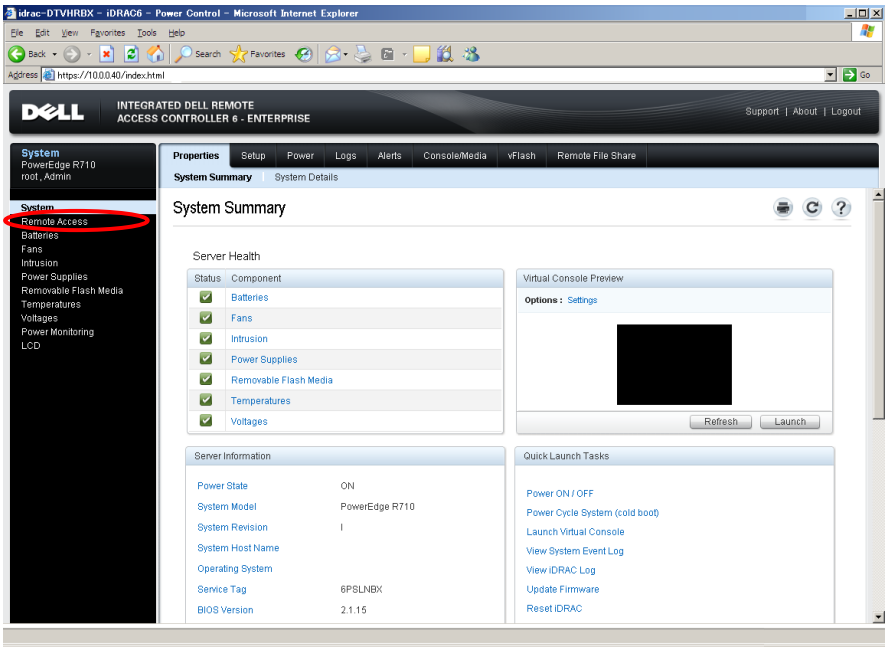

Figure B.2.2-14 System Summary window
(19) The System Summary window is displayed as shown in Figure B.2.2-14.